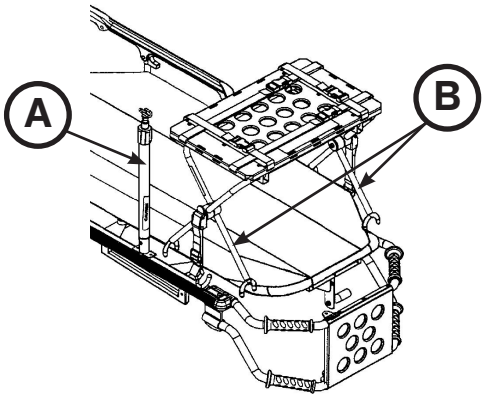

Figura 56
3. Se a maca estiver equipada com um suporte de soros, colocar o suporte de soros (A) na posição vertical, conforme apresentado na Figura 56.
4. Colocar a plataforma do desfibrilhador na estrutura da maca, conforme apresentado na Figura 56. Posicionar os pés interiores (B) da plataforma do desfibrilhador em direcção ao lado da cabeça da maca para encaixar adequadamente a plataforma do desfibrilhador na estrutura da maca.